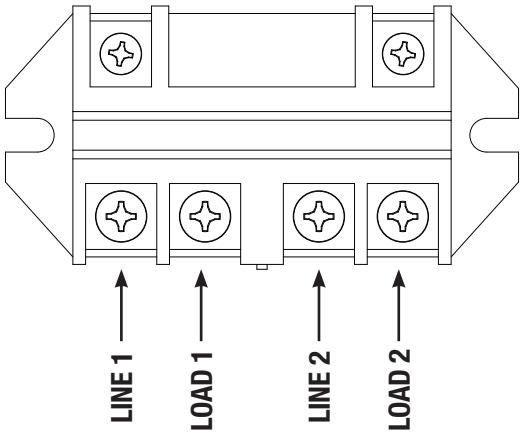
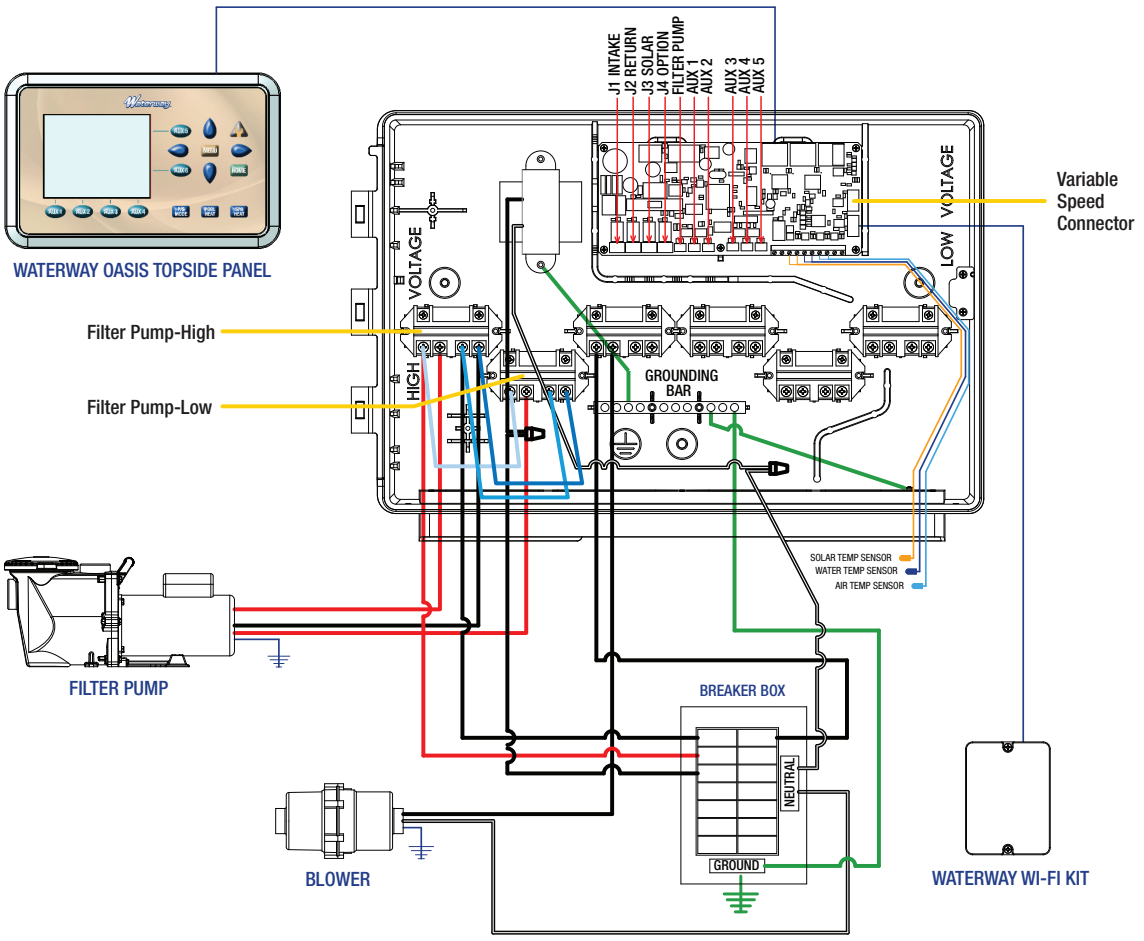
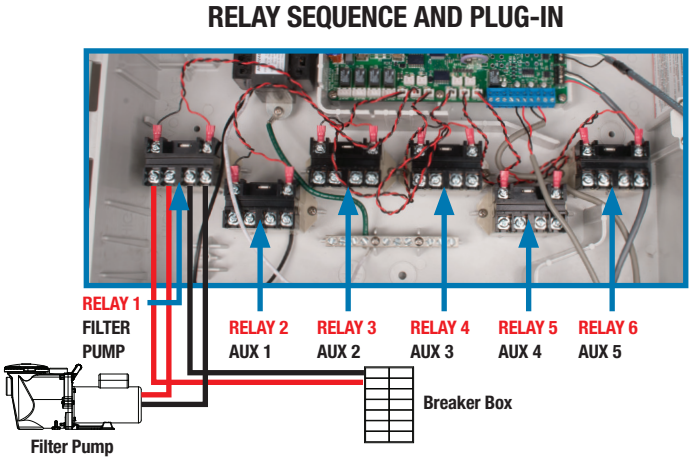

Figure 3. Filter Pump Relay
Figure 10.1. OASIS Controller Electrical Wiring Diagram for 2-Speed Pump
Figure 10. Relay Sequence & Plug-In
- Connect "Load" to Relay 1 Load 1 and Relay 1 Load 2 (see Figure 3). For wiring diagram refer to Figure 10)
(see Figure 3 and Figure 10.1 – page 10)
Jumper 1 – Relay 1 Line 1 to Aux 1 Line 1 (see Figure 3 & 10.1)
Jumper 2 – Relay 1 Line 2 to Aux 1 Line 2 (see Figure 3 & 10.1)
Jumper 3 – Relay 1 Load 2 to Aux 1 Load 2 (see Figure 3 & 10.1)